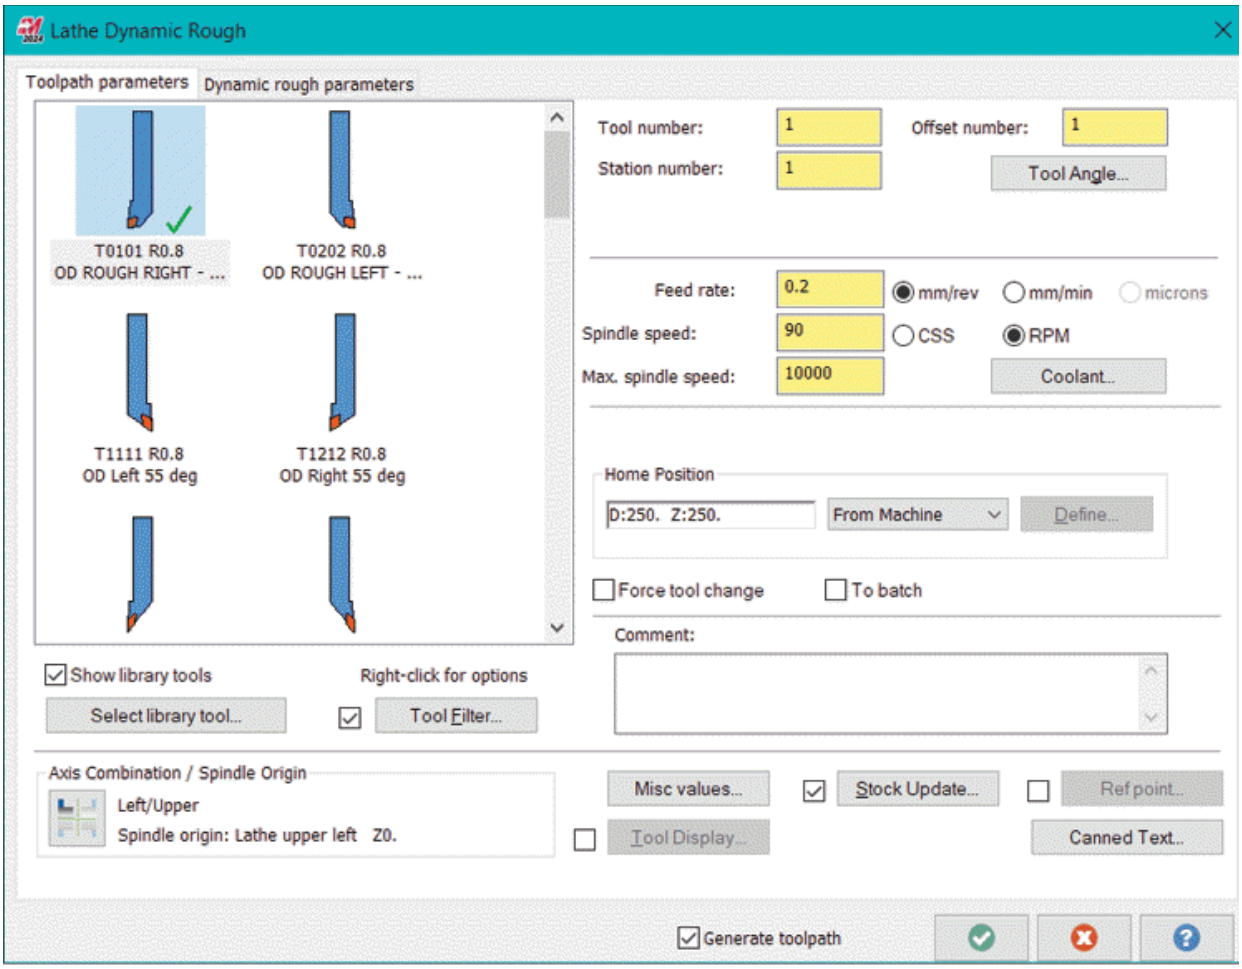

Figure-69. Lathe Dynamic Rough dialog box
- Click on the **OK** button from the **Wireframe Chaining** dialog box. The **Lathe Dynamic Rough** dialog box will be displayed; refer to Figure-69.